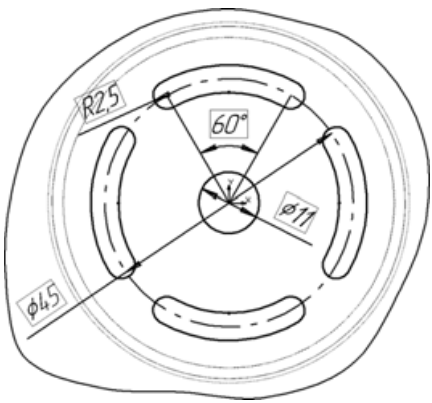

Рис. 5.190
- Если массив элементов сформирован как на рис. 5.190, подтвердите его создание щелчком на кнопке **Создать объект**.
- Дополнительно постройте окружность диаметром 11 с центром в точке начала координат (рис. 5.190). Эта окружность в эскизе необходима для формирования отверстия для установки выключателя.